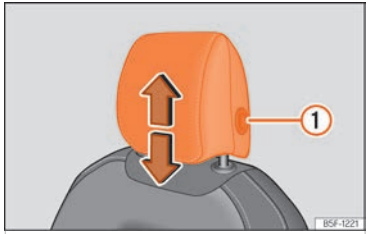
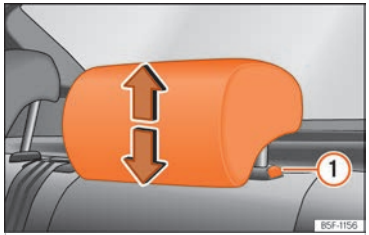

Fig. 96 Seient davanter: regulació del reposacaps.
Fig. 97 Reposacaps del darrere: regulació del reposacaps.
- Agafeu el reposacaps amb les dues mans pels costats i empenyeu cap amunt fins a encaixar-lo amb la posició desitjada. Per abaixar-lo, feu la mateixa acció tot prement el botó lateral (1) ››› fig. 96 , ››› fig. 97.